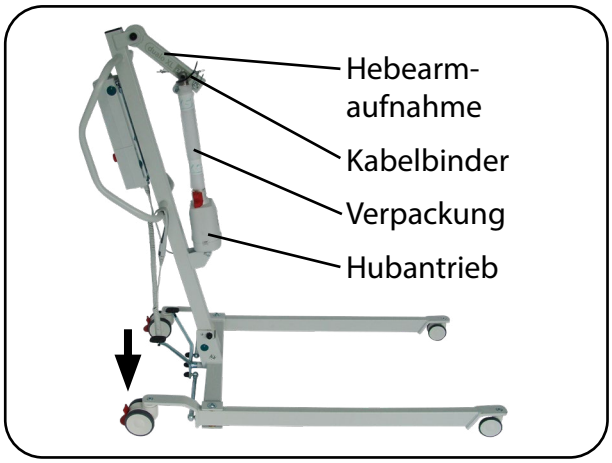

Abb. 13.2.03 - Standmast aufgerichtet hintere Laufrollen gebremst
1. Bremsen Sie die beiden hinteren Laufrollen an der Bedienerseite, durch Betätigung des Tritthebels (Abb. 13.2.03); siehe Kapitel Bedienung Abschnitt **Laufrollen**.
4. Fixieren Sie den Hubantrieb und die Hebearmaufnahme mit Kabelbinder oder Klettband am Standmast. Ein vorhandener Hebearm standard, kann eingebaut bleiben. Bei längerer Lagerung sollten der Hubantrieb und der Hebearm standard wieder mit der Original-Verpackung umwickelt werden (Abb. 13.2.03, ohne Hebearm standard).